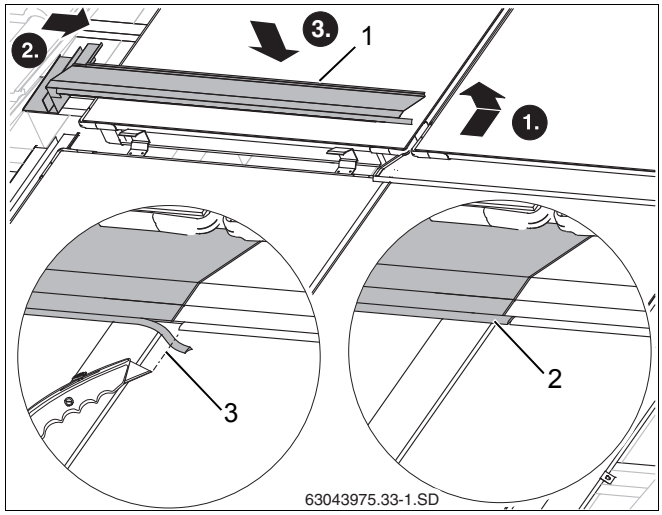

Рис. 53 Укладка левого среднего накладного листа
- Отогнутый край левого накладного листа (рис. 53, [1]) уложите так же, как и для правого листа в раму коллектора.
- Укоротите резиновый язычок настолько (рис. 53, [3]), чтобы он уперся в резиновый язычок правого накладного листа.
- Вставьте резиновый язычок левого накладного листа в фальц правого накладного листа (рис. 53, [2]).